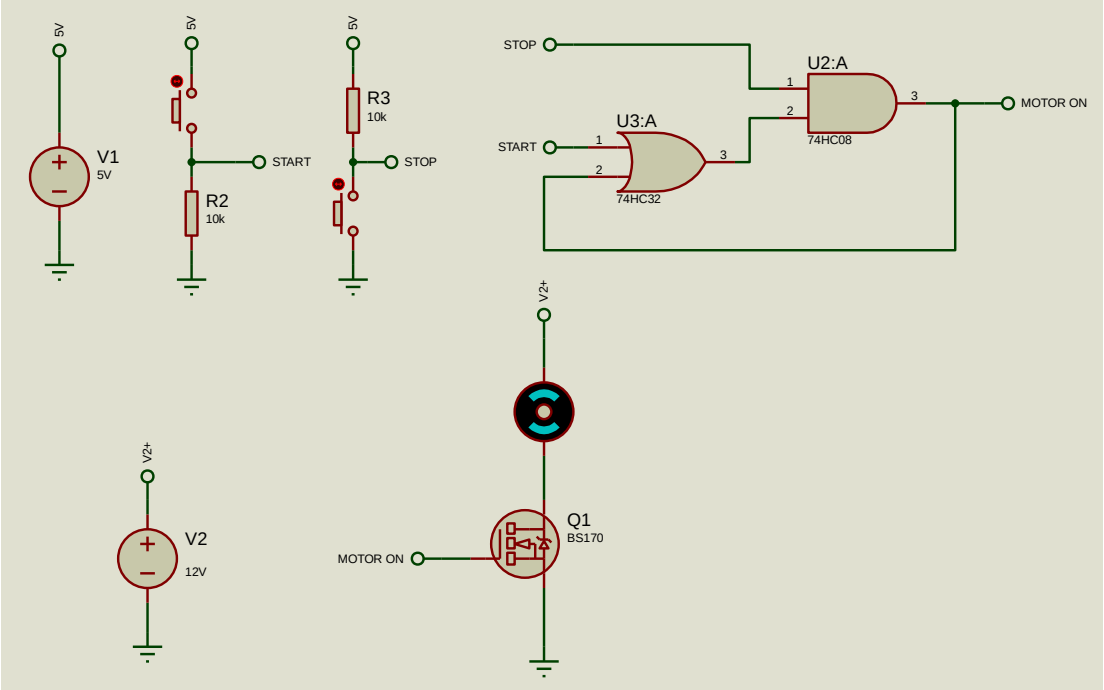

Figura 1: *Circuito de control digital para Marcha y paro de un Motor DC armado en Proteus.*
2. Arme el circuito que se encuentra en la Figura 1, teniendo en consideración que, para los pulsadores para marcha y paro, usted utilizará conexiones con cables jumpers o puentes del tablero universal.